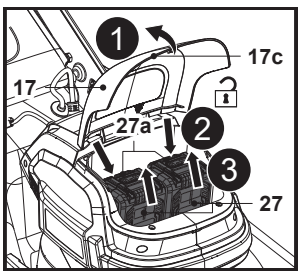

Rys. 8
1. Unieść pokrywę magnetyczną (17c) i otworzyć pokrywę komory akumulatora (17) (rys. 8, krok 1).
2. Nacisnąć przycisk zwalniania (27a), aby odblokować zatrzask akumulatora (27) (rys. 8, krok 2).
3. Wysunąć akumulator (27) z komory akumulatora (rys. 8, krok 3).
4. Powtórzyć opisane czynności, aby wyjąć drugi akumulator (27).
5. Ostrożnie zamknąć pokrywę komory akumulatora (17).